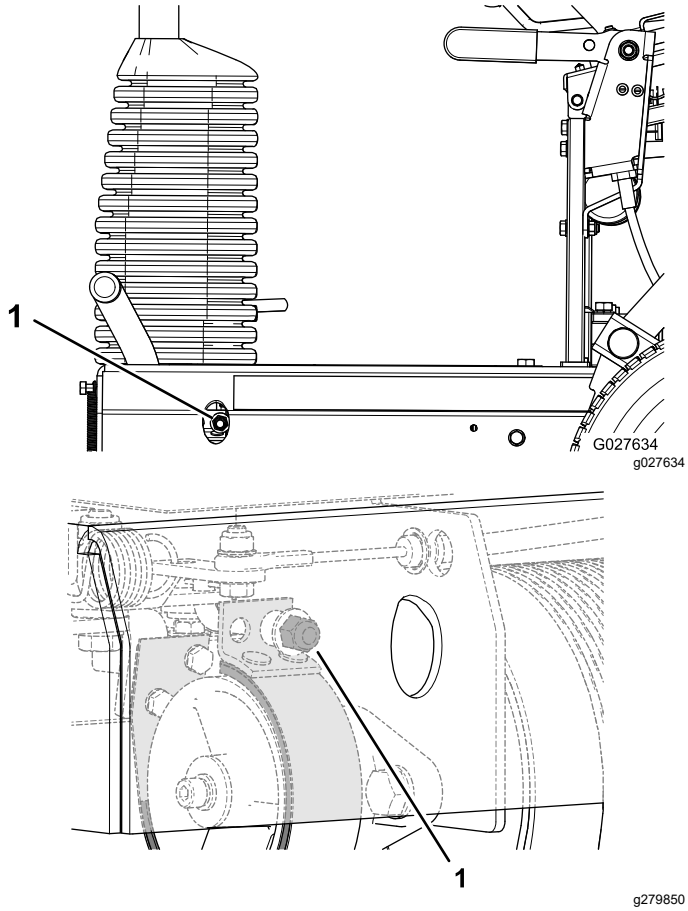

Rysunek 34
- Aby zwiększyć siłę hamowania, przekręć nakrętkę blokującą hamulca w prawo (Rysunek 34).
- Aby zmniejszyć siłę hamowania, przekręć nakrętkę blokującą hamulca w lewo (Rysunek 34).